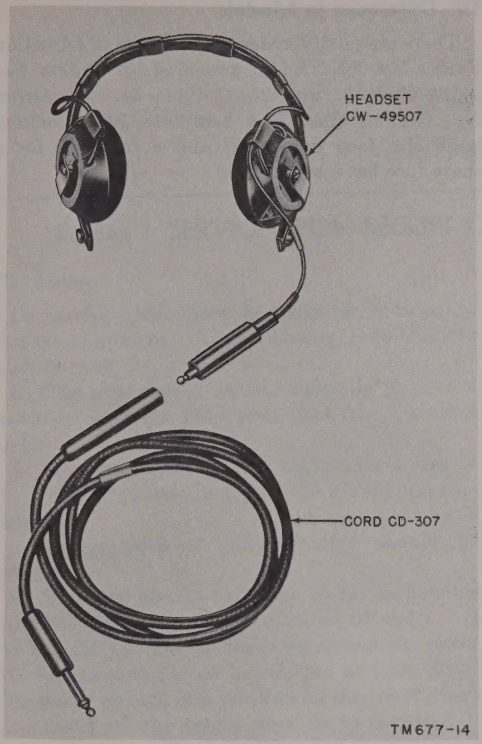

Figure 14. Headset and cord.
e. Headset. The headset (fig. 14) is a standard Navy type CW-49507 headset complete with Cord CD-307.